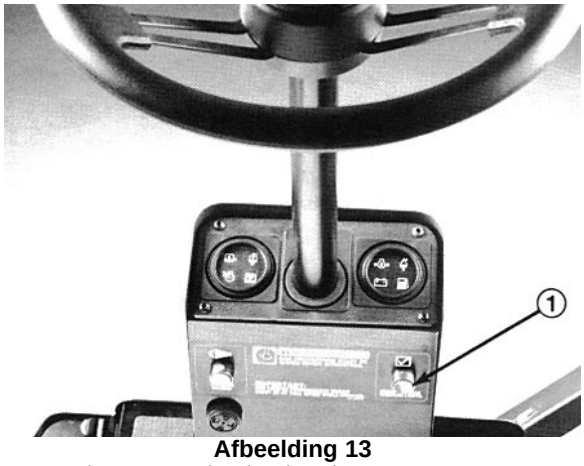

Afbeelding 13
1. Schakel de parkeerrem in, zet de contactschakelaar op ON (AAN). Druk op de testknop voor de waarschuwingslampjes (Afb. 13). Alle lampjes lichten nu op en u hoort een geluidssignaal.